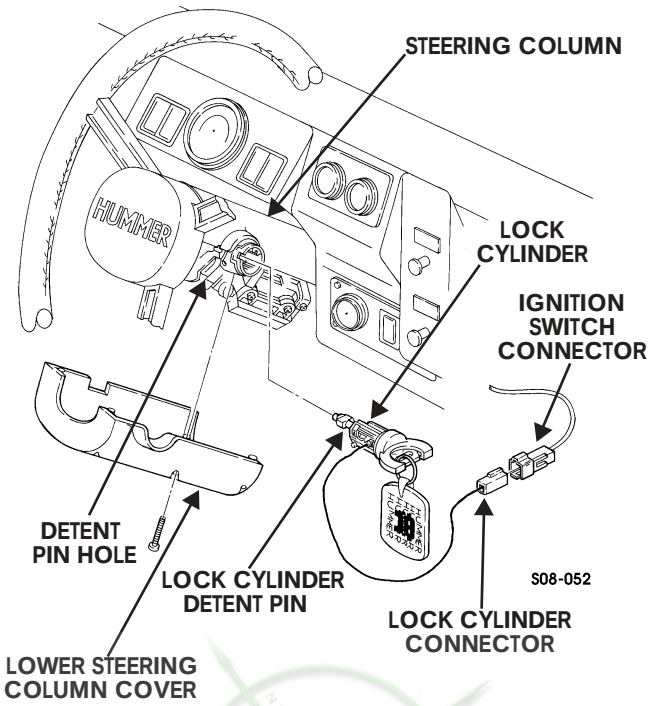

Figure 8-14: Ignition Switch Lock Cylinder
3. Remove five screws and lower steering column cover (Figure 8-14).
1. Insert lock cylinder into steering column (Figure 8-14).